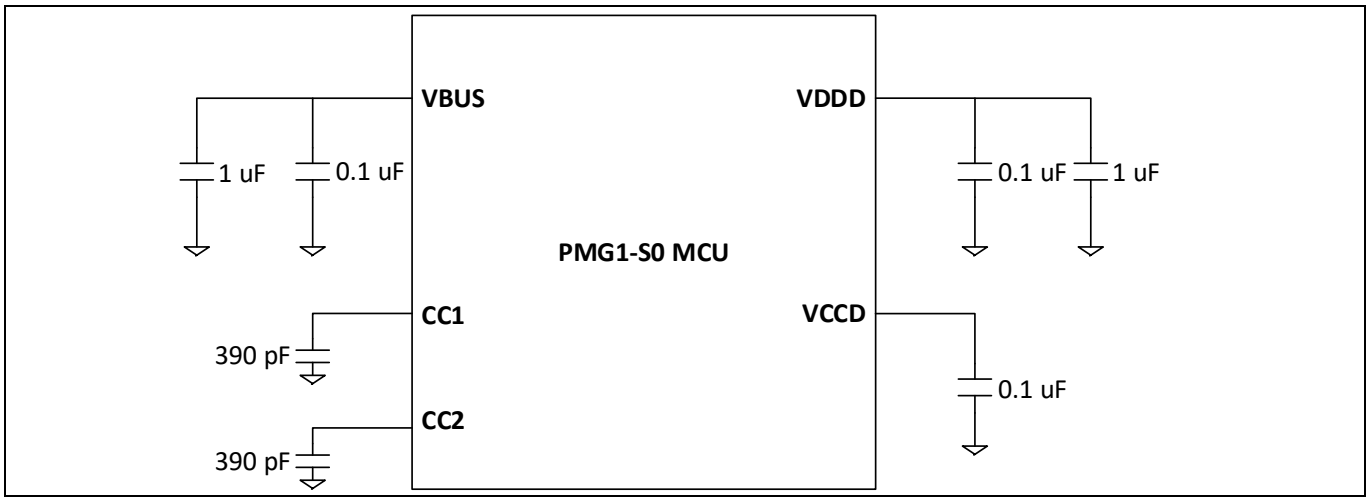
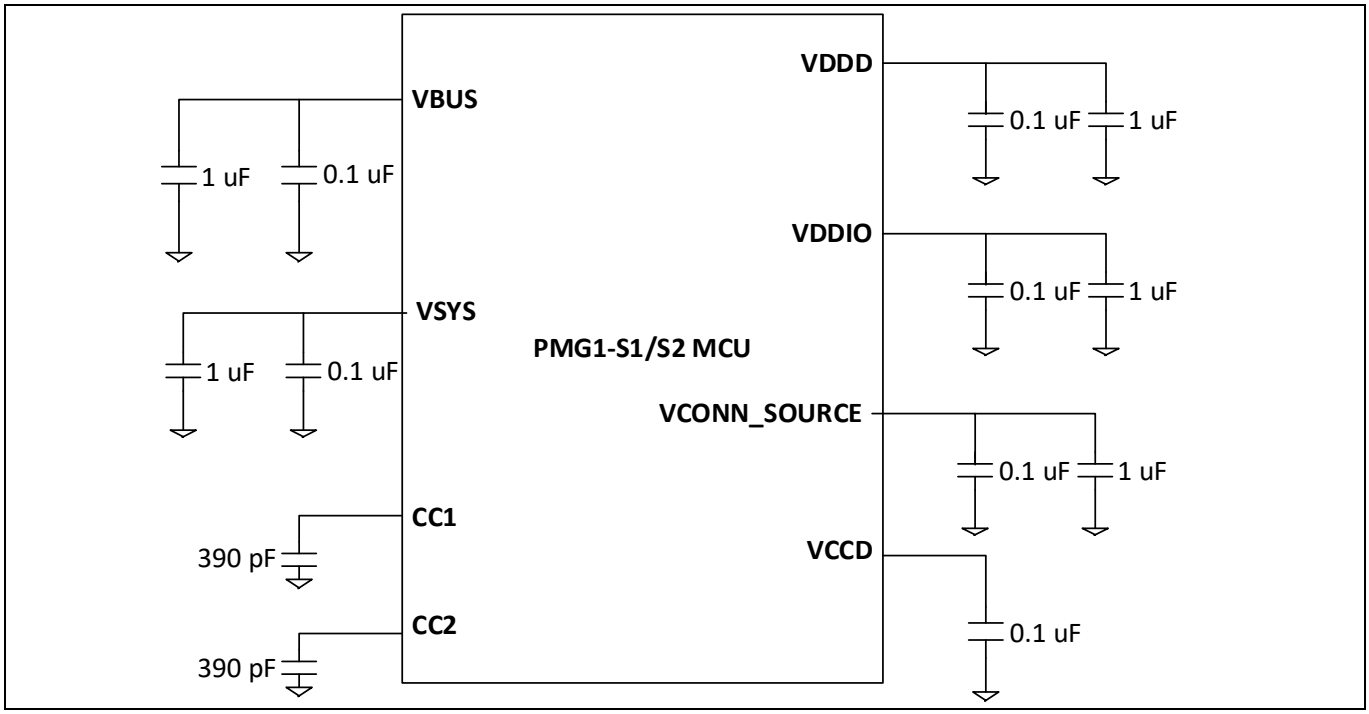

Figure 3 EZ-PD™ PMG1-S0 MCU 去耦电容器
Figure 4 EZ-PD™ PMG1-S1、EZ-PD™ PMG-S2 MCU 去耦电容器
- 确保 MCU 的 VBUS 引脚作为电源输入引脚使用。将 Type-C 连接器的电源引脚连接到 VBUS 引脚，如 **Figure 3** 和 **Figure 4** 所示。